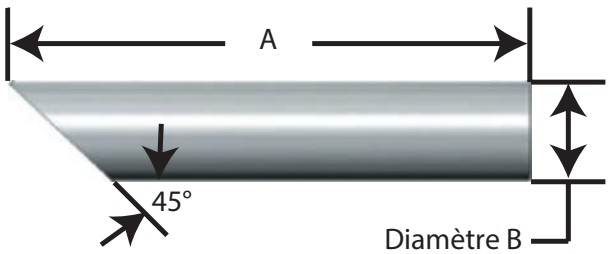

Figure 47 : Spécifications des mandrins d'assemblage
Mandrins d'assemblage - deux mandrins d'assemblage servent à retirer le disque (6) du porte-disque (8) (voir la Figure 47 et le tableau 27a).